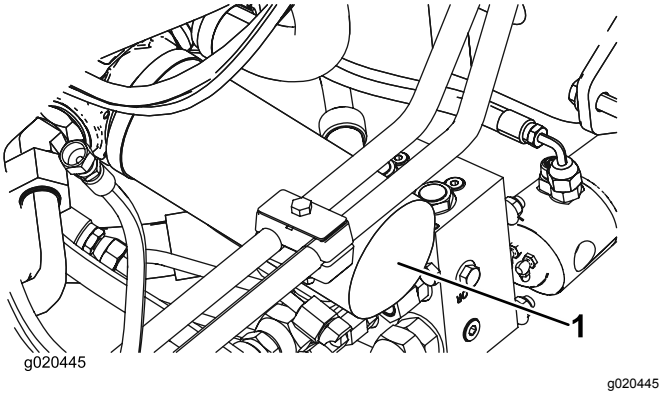

Figur 99
2. Rengör runt områdena där filter monteras. Ställ ett avtappningskärl under filtret och ta bort filtret (Figur 99).